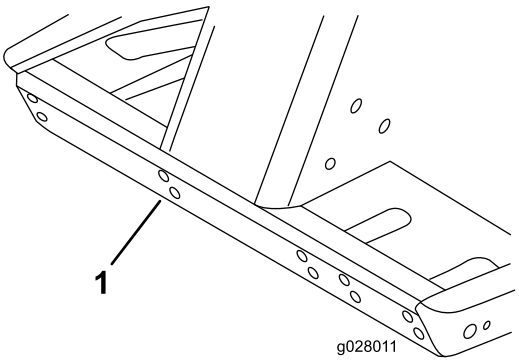

Bild 14
1. Befestigen Sie die Befestigungshalterung in den Befestigungslöchern, siehe Bild 14, vorne an der Zugmaschine.